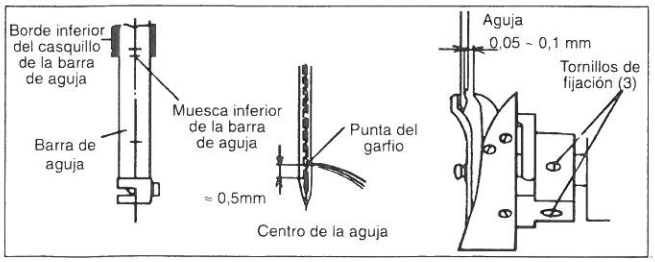

Fig. 26
Gire manualmente el volante de la máquina hasta alinear el borde inferior del casquillo de la barra de aguja con la muesca inferior de la barra. (Ver fig. 26)
Suelte los tornillos de fijación del garfio (3) y sitúe la punta del garfio en el centro de la aguja con una holgura entre ambos de aproximadamente 0,05- 0,1 mm. (Ver fig. 26). una vez hecho el ajuste, apriete los tornillos de fijación del garfio sin variar su posición.